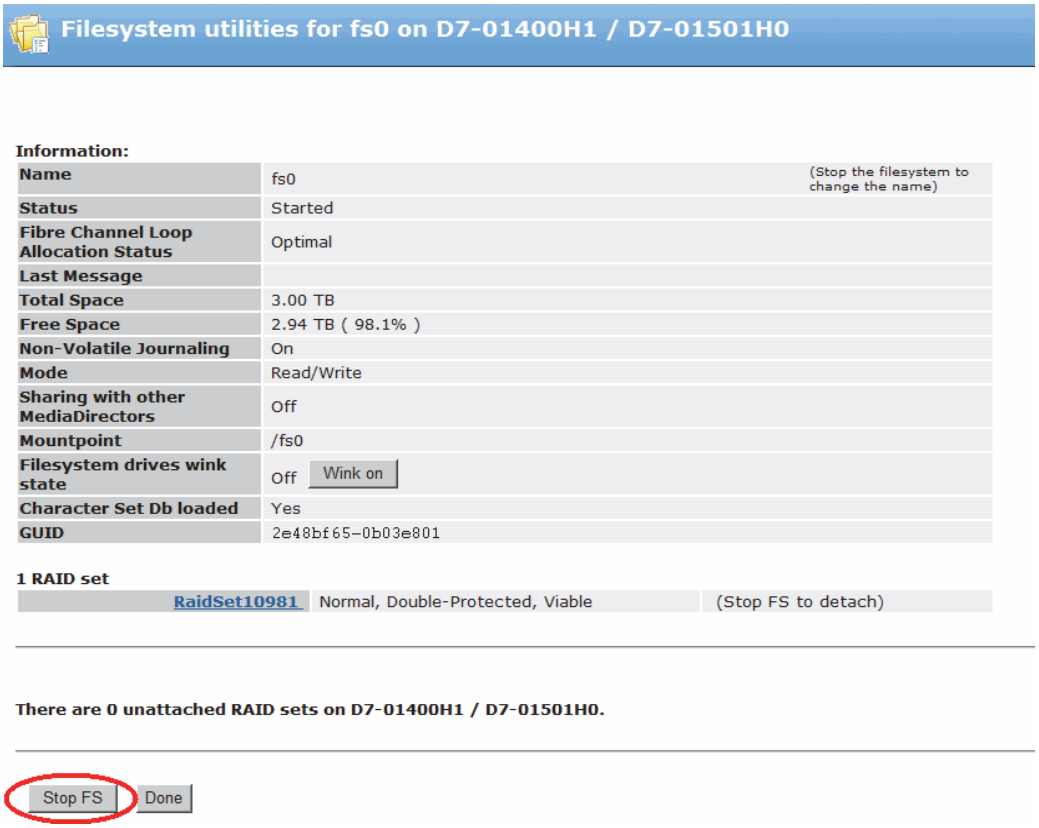

Figure 3–9: Stopping the File System
4. If the **Status** field in the Information section shows **Started**, click the **Stop FS** button to stop the file system (see *Figure 3–9*).